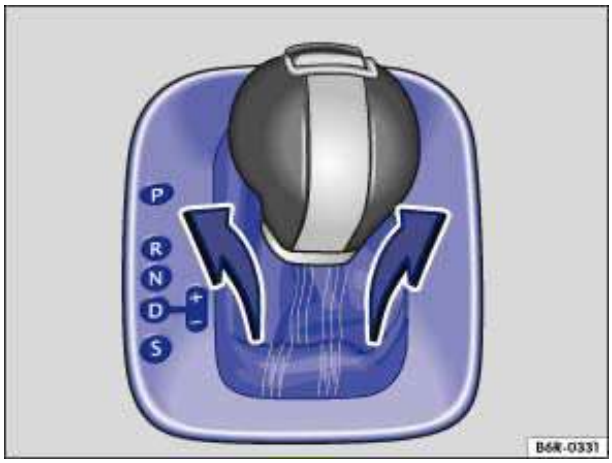

Fig. 133 Removing the selector gate cover.
- Pull upward on the cover around the selector lever sleeve ⇒ fig. 133.